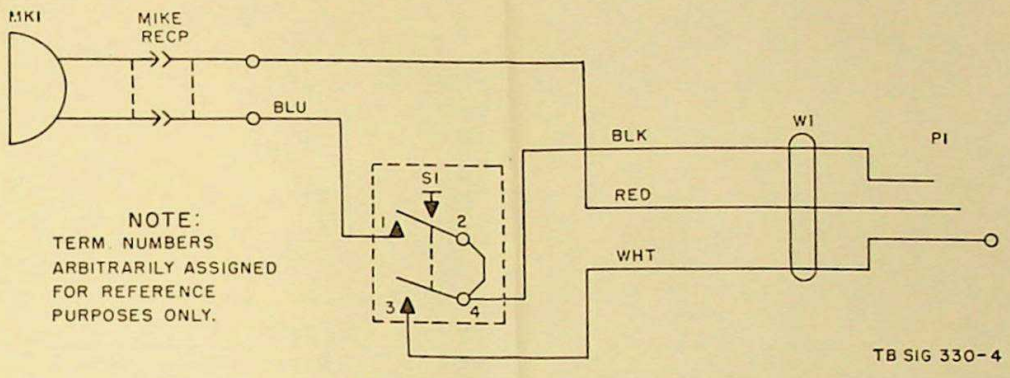

Figure 5. Microphone M-52/U, schematic diagram.
10. Trouble-shooting Chart. Use the chart to localize and correct troubles within Microphone M–52/U. Refer to the schematic diagram (fig. 5) for wiring connections.
(1) Remove the screws (11) that hold the clamp (8); remove the clamp and switch cover (9).
(2) Lift the switch (10) out of the cavity in the microphone handle. Tag and unsolder the three leads (fig. 5) from switch terminals (1, 3, and 4).
(1) Solder the blue, white, and black wires (fig. 5) to switch terminals (1, 3, and 4), respectively. Be sure the two small switch terminals are strapped together.
d. Voltage and Current Test. Remove the switch from the switch cavity (par. 11*b*) but do not unsolder the wires. Connect Microphone M-52/U to its associated transmitting equipment. Use Multimeter AN/URM-105 to check voltage and current at the switch terminals (fig. 5). With the switch in the transmitting position, voltage should not exceed 30 volts, and current should not exceed 1 ampere.